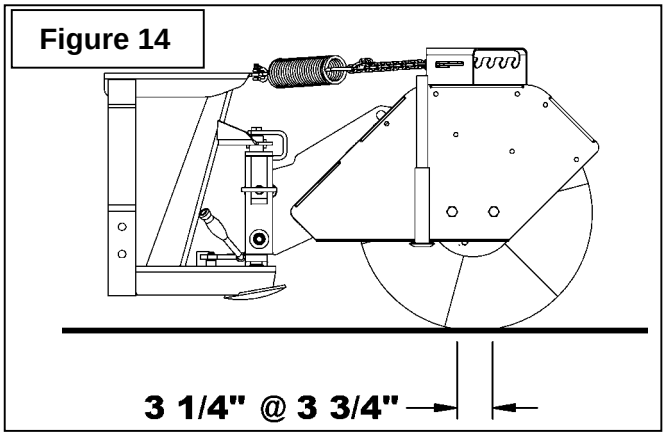

Figure 14
5. **Figure 14 :** Measure the path cleaned. If the brush is adjusted properly, the path is between 3 1/4" and 3 3/4" wide (83 and 95mm) and both sides of the path are parallel.